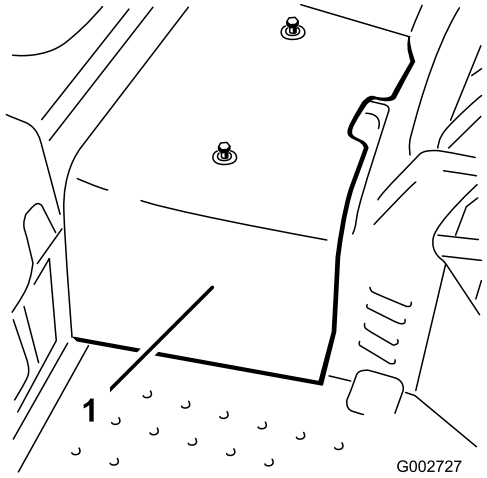

Figuur 40
2. Draai de 2 schroeven los waarmee het middelste scherm is bevestigd aan de machine en verwijder het scherm (Figuur 40).